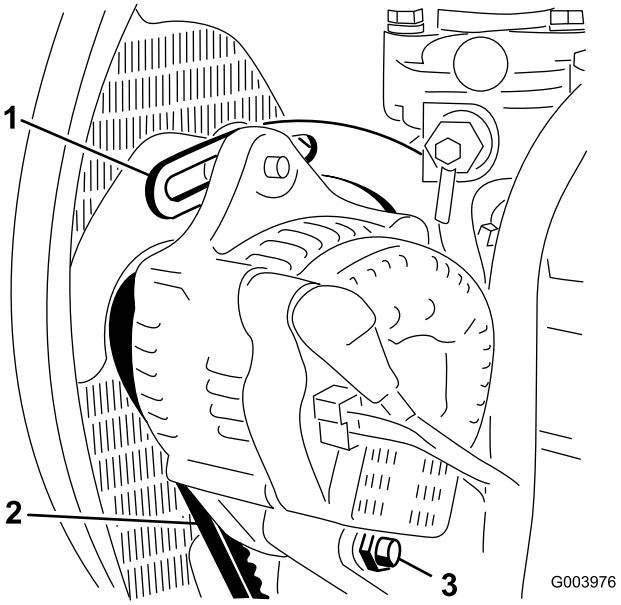

Figur 69
2. Kontroller generatorremmens tilspænding ved at trykke på den (Figur 69) midt mellem generatoren og krumtapakslen med en belastning på 10 kg.
3. Løsn den bolt, der fastholder afstiveren til motoren (Figur 69), den bolt, der fastholder generatoren til afstiveren, og drejebolten.